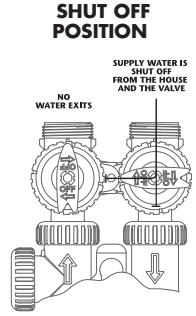

FIGURE 4
4. Position d'arrêt : La poignée d'entrée pointe vers le centre de la vanne by-pass et la poignée de sortie à l'opposé de la vanne de contrôle. L'eau est isolée du bâtiment. Si un robinet est ouvert dans le bâtiment, le système de traitement de l'eau se dépressurise. En cas de pression négative dans le bâtiment alors que l'adoucisseur est en cours de régénération, la saumure risque d'être siphonnée vers le bâtiment. Si de l'eau est présente à la sortie de l'adoucisseur, cela indique qu'elle contourne le système (Fig. 4) (raccordement de plomberie quelque part dans le bâtiment).